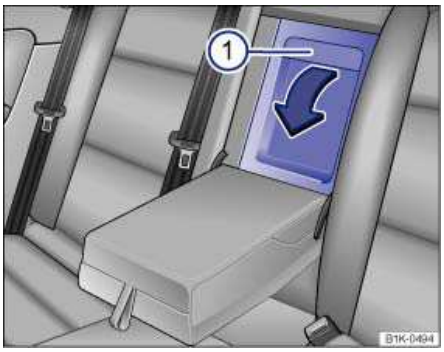

**Fig. 99** In the rear seat backrest: Opening the luggage compartment pass-through.
- Pull the release lever ⇒ fig. 99 (1) and fold the pass-through cover all the way forward.